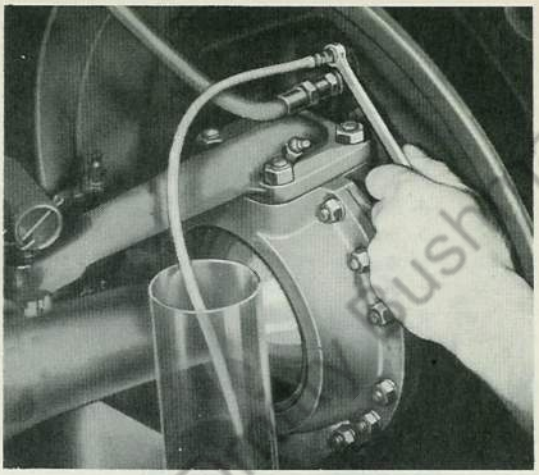

Fig. 12 Bleeding Wheel Cylinder (Front Shown)
3. Remove cap screws from backing plate as shown in Fig. 12 and connect bleeder hose. Place other end in suitable container which should have sufficient fluid placed in it to cover end of hose.